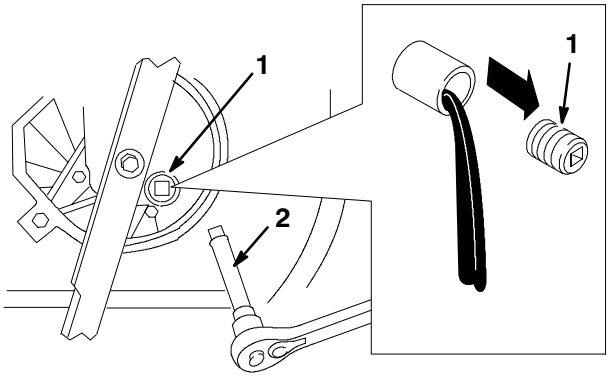

**Figure 26**
5. Remove the oil drain plug, return the lawn mower to its operating position, and allow the oil to drain into the drain pan (Fig. 26).